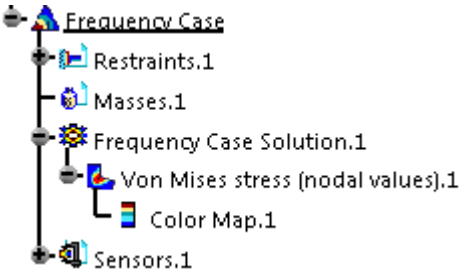

Figure 19-141 *The **Von Mises stress** sub-node*
2. Double click on the **Von Mises stress** sub node, refer to Figure 19-141; the **Image Edition** dialog box gets displayed. Choose the **Occurrences** tab from this dialog box, if not chosen by default.